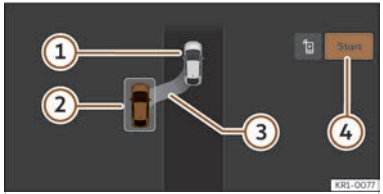
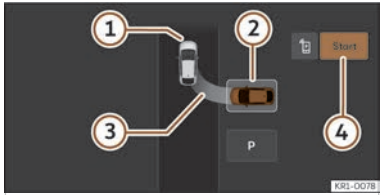

Fig. 161 On the infotainment system display: parallel parking position.
Fig. 162 On the infotainment system display: parking bay parking position.
>>> Fig. 161, >>> Fig. 162
① Your vehicle
② Parking space detected
③ Indication showing the proposed parking manoeuvre
④ Start parking manoeuvre
- Look at the display on the infotainment system's screen to see if the space has been detected as “appropriate” and if the correct position for parking has been reached >>> Fig. 161, >>> Fig. 162. Stop the vehicle and follow the instructions shown on the infotainment screen.
- Stop the vehicle, press the brake and, after a short pause, press the **Start** ④ button in the infotainment system.